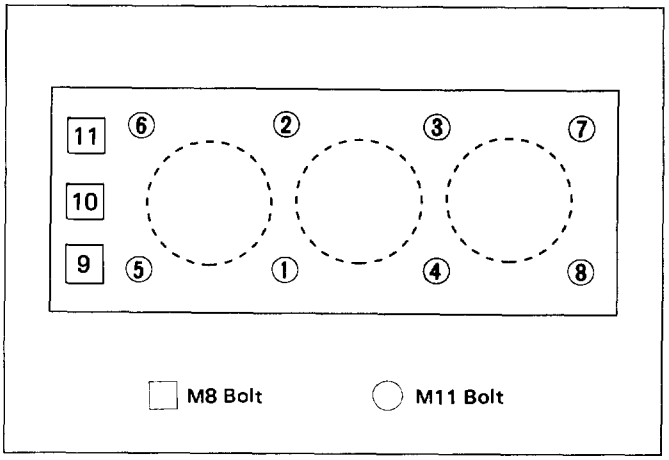

Fig. 6A1-53
- Using special tools, tighten fixing bolts to the specified torque, in sequence shown in Fig. 6A1-53.